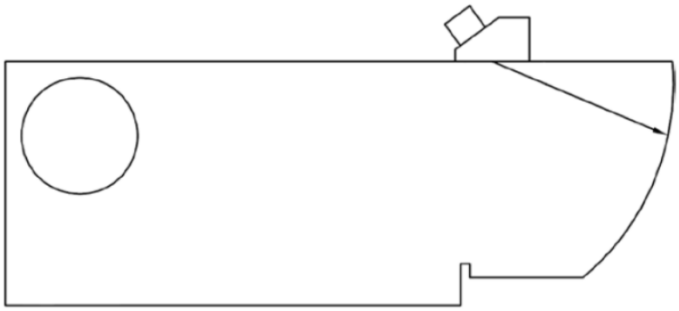

Figura 4-41 Bloque de prueba de calibración de la trayectoria del sonido de retardo
1) Como se muestra en la figura 4-41, coloque la sonda en el bloque de prueba.